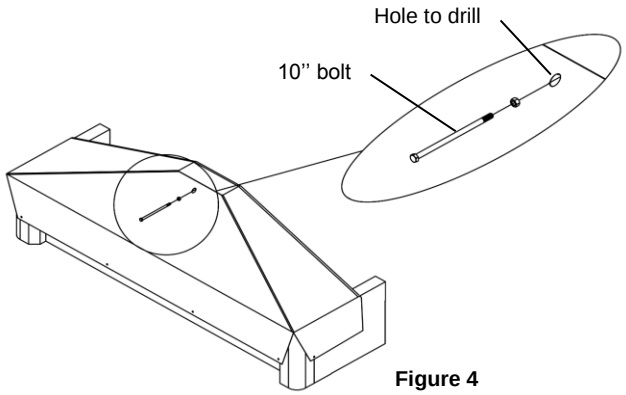

Figure 4
5. **Figure 4.** Drill a small hole in the tarp, aligned with the support bolt, and install the 10” support bolt.